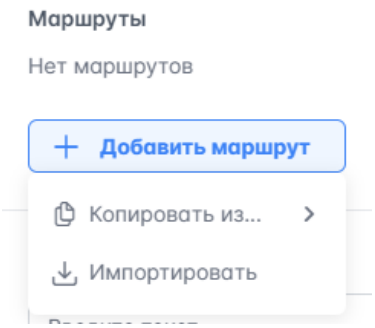

Рисунок 25 – Добавление маршрутов
5.1. Нажать на кнопку + Добавить маршрут, откроется контекстное меню (рисунок 25). Маршруты в сеть можно копировать из другой сети, построенной на той же инфраструктуре, или импортировать с АРМ.